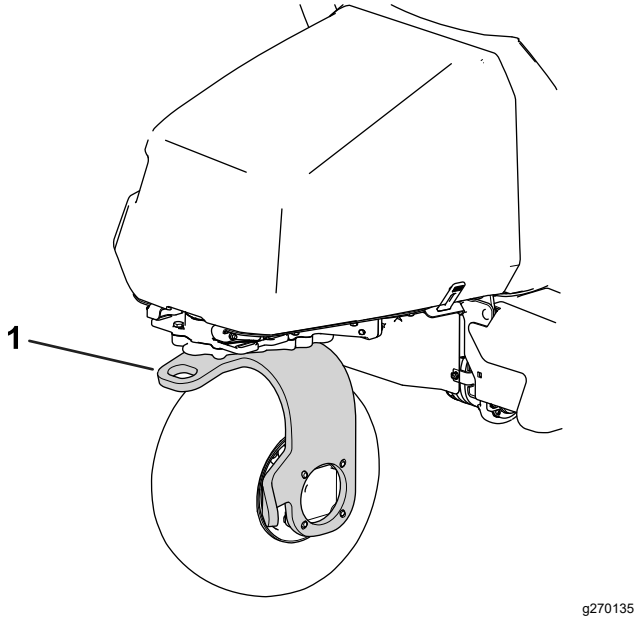

Bild 39
13. Verwenden Sie die hintere Laufradgabel zum Abschleppen der Maschine (Bild 39).